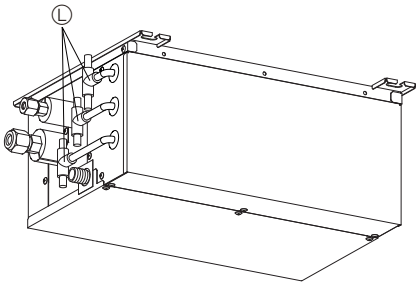

Fig. 9-7
► **Para dividir el cableado de cada bloque de terminales en 2 derivaciones fuera de la caja de la rama, el uso de conducto de cables de dos derivaciones Ⓛ. (Fig. 9-7)**